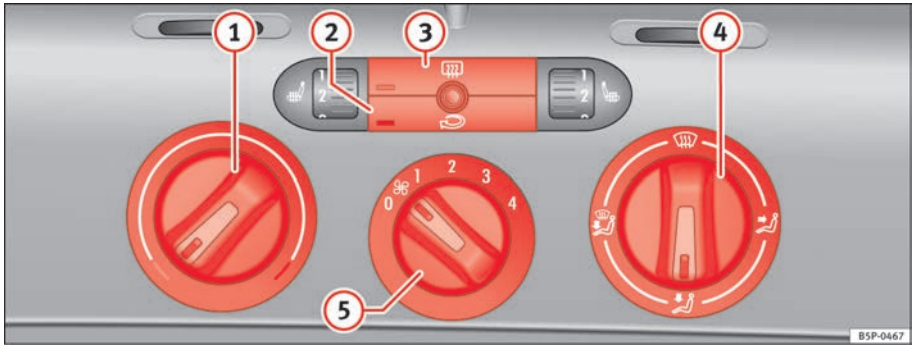

Fig. 125 On the dash panel there are the heating controls
– Using the controls ⇒ fig. 125 (1) and (4) and the control (5) you can set the temperature, air distribution and the turbine speed.
– To switch a function on or off, press the appropriate button (2) or (3). When the function is activated, the display window in the lower left of the button is lit.